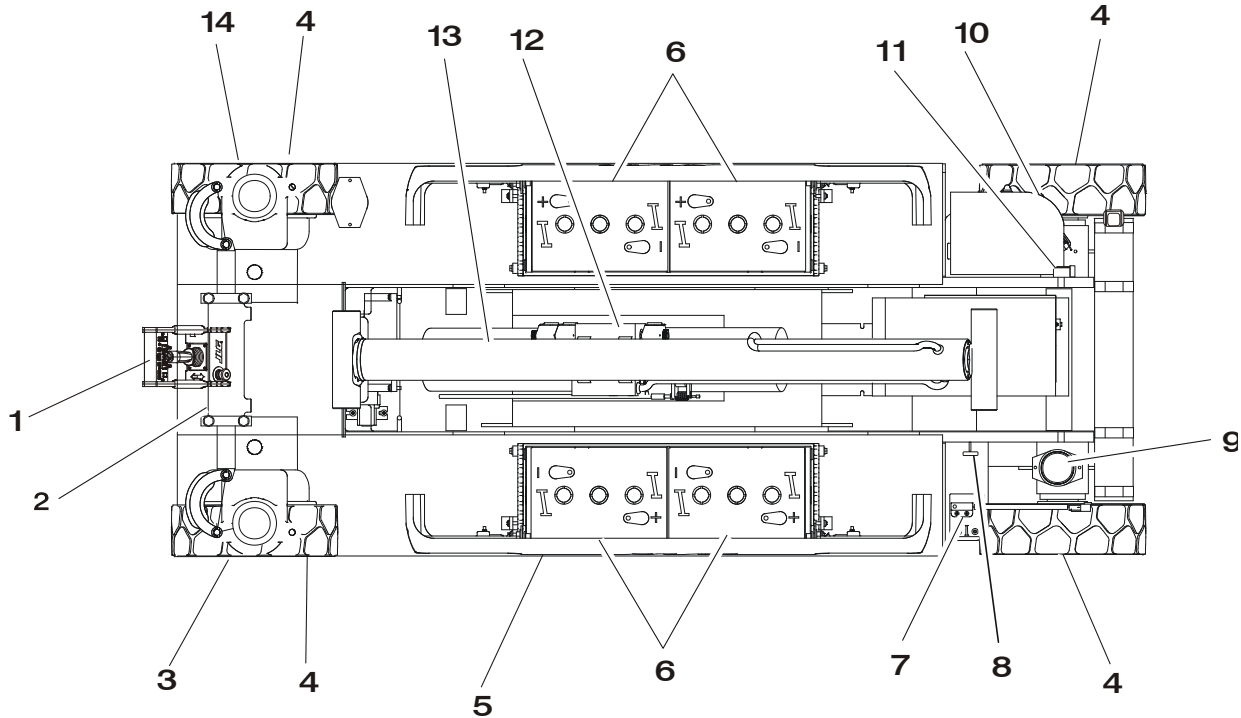

Figure 2-1. Ronde d'inspection quotidienne - Fiche 1 de 3
5. **Ronde d'inspection** – Voir la figure 2-1